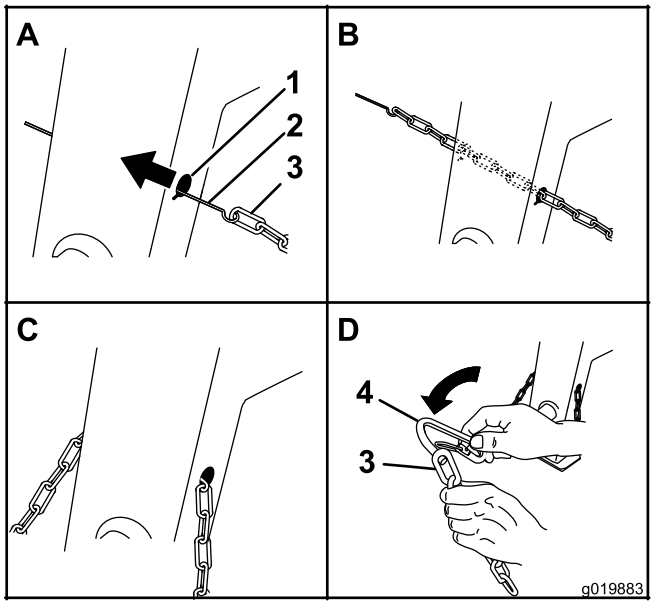

Figure 4
1. Form a hook on the end of a bendable piece of rod or stiff wire (not included), and insert it through both keyholes in the front post of the machine (Figure 4).
2. Attach the safety chain to the length of rod or wire (Figure 4).
3. Pull the rod, or wire, and the safety chain through both keyholes (Figure 4).
1. Align the connecting link to the last link in one end of the safety chain (Figure 4).
2. Insert the connecting link through the chain link until the connecting link snaps closed (Figure 4).